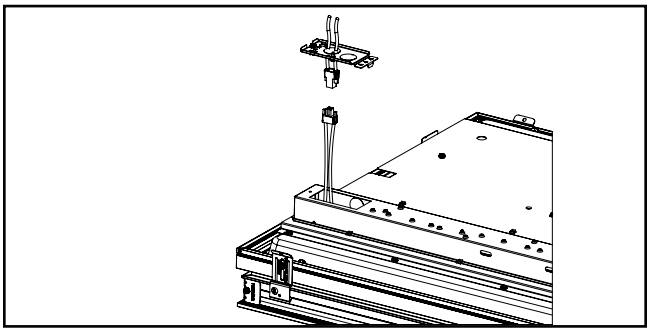

Figure 5.
7. Remove a knockout bring in the supply line. Attach the ground wire to the ground supply wire. Using the linear disconnect, attachthe black (line) wire to the black supply wire, and the white (neutral) wire to the white supply wire (Fig. 5).
NOTE: This fixture is compatible with battery backup systems including the Surelites EBPLED7W and EBPLED14W. If using a battery backup system remove driver cover plate to access LED load wires and follow battery backup wiring instructions (Fig. 5). Ensure driver cover plate is reinstalled after wiring.